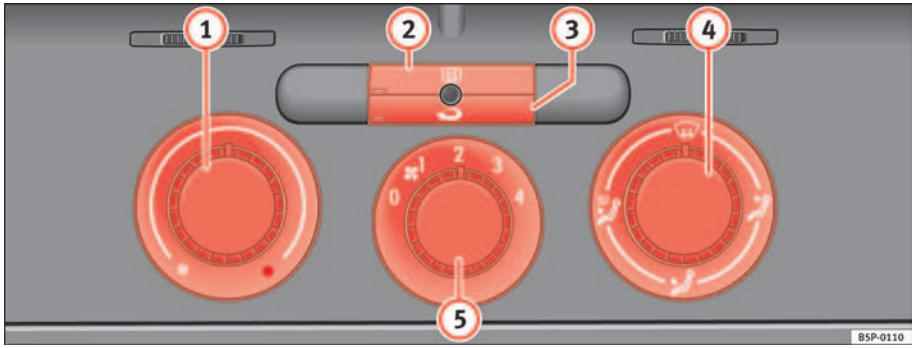

Fig. 123 On the dash panel: Heater controls
– Using the controls ⇒ fig. 123 (1) and (4) and the control (5) you can set the temperature, air distribution and the airflow.
– To switch a function on or off, press the appropriate button (2) or (3). When the function is activated, the display window in the lower left of the button is lit.